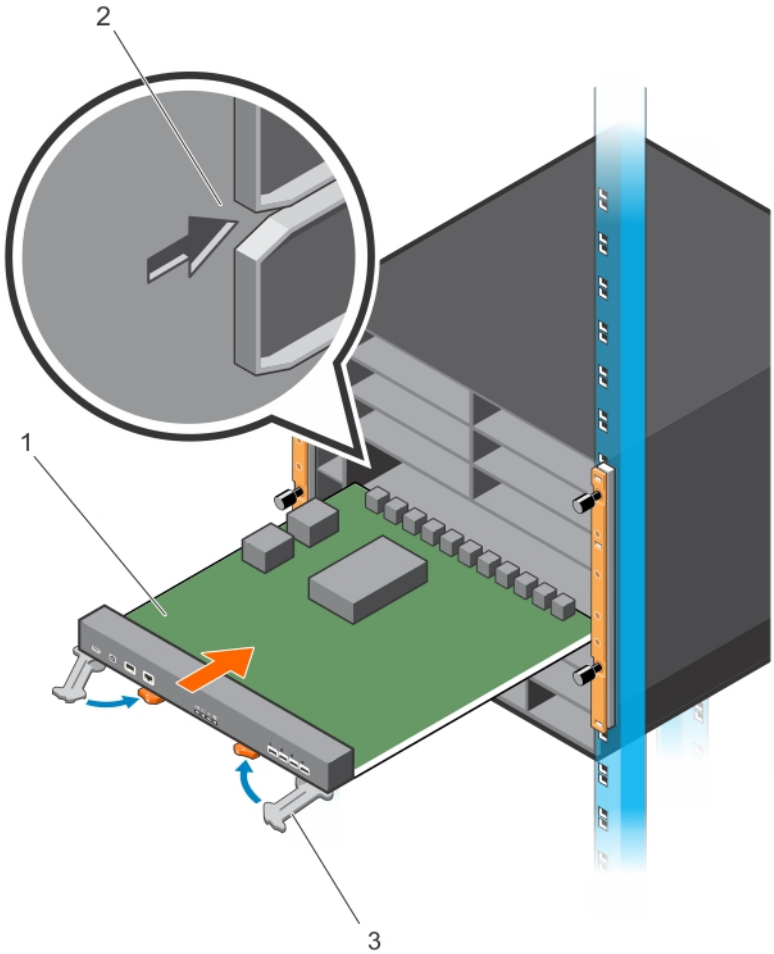

Figure 22. Inserting the First RPM in the Chassis
3. The arrow in slot 10 (item 2 in Figure 22; labelled R0 on the chassis) identifies the slot in which you insert the first RPM. Align the card with the guide and gently slide it into the slot by holding the two ejector levers in the fully open position and pushing the card forward. You should feel the backplane connectors on the RPM engage with the chassis backplane.